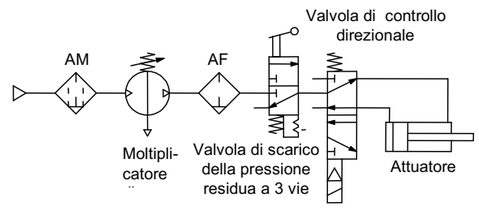

Fig.2 Esempio di circuito (1)
a) Per scaricare rapidamente la pressione secondaria residua del moltiplicatore per la manutenzione, collegare una valvola a 3 vie all'attacco OUT del moltiplicatore (Fig.2).